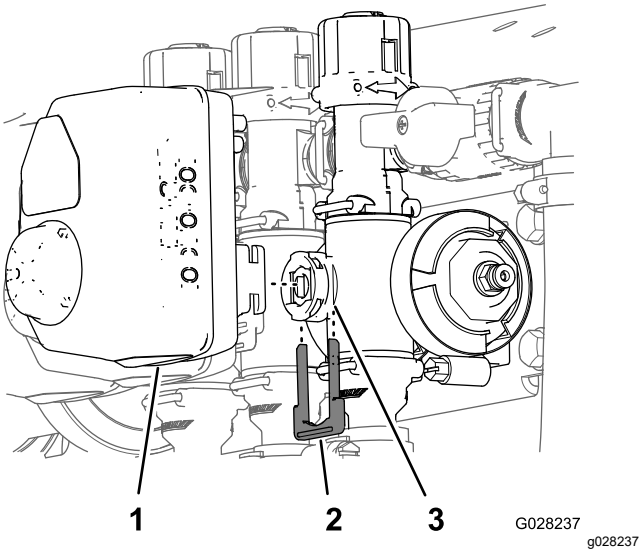

Figura 67
3. Retire la horquilla de retención que sujeta el actuador al distribuidor de la válvula de control de caudal, de agitación, fumigación maestra o de sección (Figura 67).